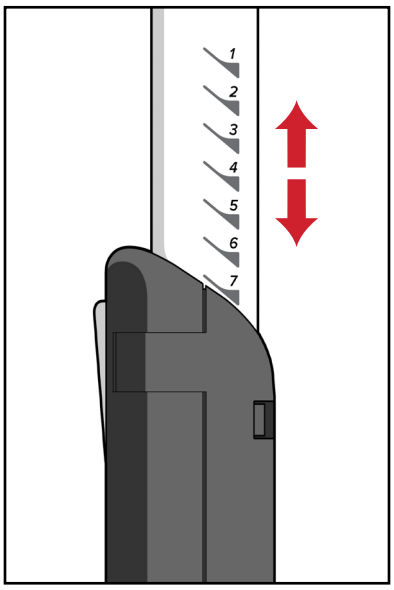

Figure 7
1. Pour le réglage vertical, appuyer sur le bouton de déverrouillage et le maintenir enfoncé pour élever ou abaisser le pont à la hauteur souhaitée. Vérifier que la hauteur est verrouillée dans une position telle qu'indiquée sur le pont. (Figure 7)